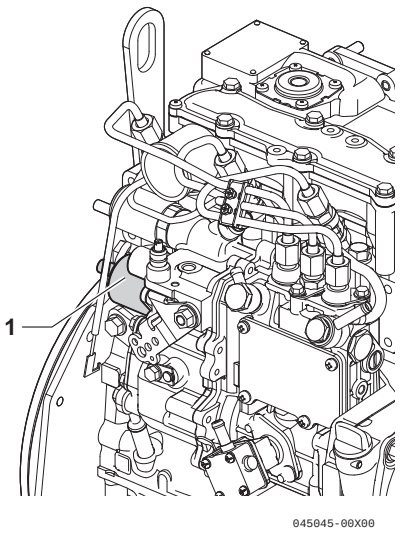

Figure 15
When the key is turned to the ON position, the engine stop solenoid **(Figure 15, (1))** is energized and allows the fuel injection pump to deliver fuel to the engine, allowing the engine to be started. When the key is turned to the OFF position, the engine stop solenoid is de-energized and shuts off the fuel supply from the fuel injection pump to the engine, causing the engine to stop.